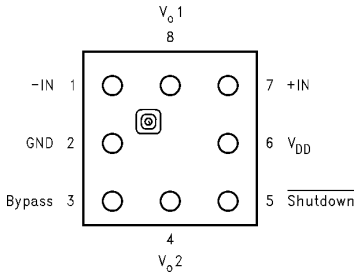

Figure 1. 8 Bump DSBGA Package
- **PSRR at 217Hz, VDD = 5V (Fig. 1): 62dB(typ.)**